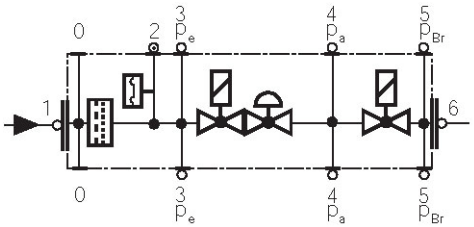

Рис. 42
- Заменяйте фильтр, если разница давления между точками 1 и 3 (Рис. 42) $\Delta p > 10$ мбар.